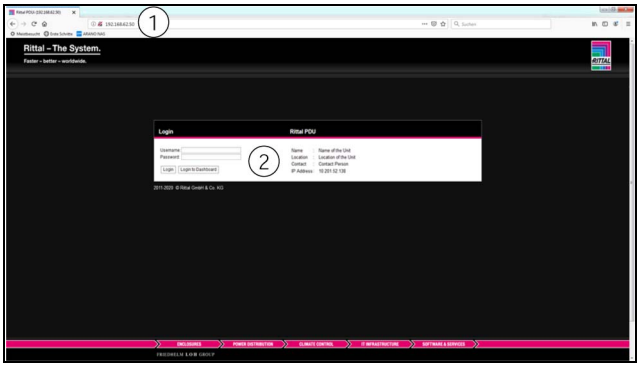

Abb. 34: Anmeldedialog zur Anmeldung am Gerät
- Geben Sie im Browser die zuvor ermittelte IP-Adresse ein. Im Beispiel http://10.201.52.138 (vgl. Abb. 34, Pos. 1). Es wird der Anmeldedialog zur Anmeldung am Gerät angezeigt.
- Melden Sie sich als Benutzer „admin“ mit dem Kennwort „admin“ an (vgl. Abb. 34, Pos. 2)